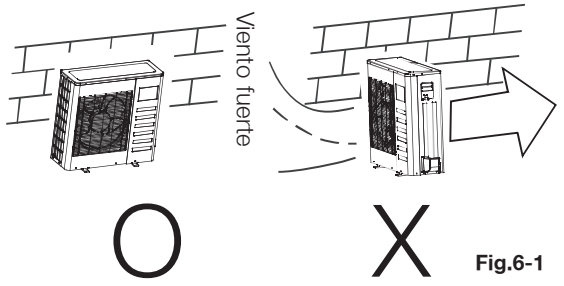

Fig.6-1
- Si el lugar de la instalación esta expuesto a vientos fuertes como lugares costeros, asegúrese que el ventilador funcione correctamente colocando la unidad en forma paralela a la pared o utilizando una tapa o escudo. (Ver Fig. 6-1).